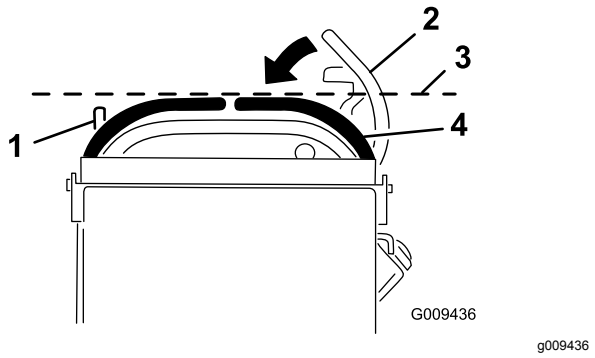

Figuur 68
3. Duw de rechter rijhendel omlaag uit de VERGRENDELDE NEUTRAALSTAND (Figuur 68).
4. Controleer of de rechter rijhendel horizontaal uitgelijnd is met de linker rijhendel (Figuur 68).